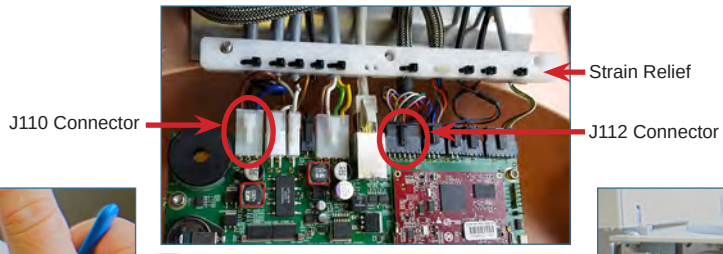

Figure 1
2. Loosen the three (3) nuts securing the strain relief using a 7 mm socket wrench *(Figure 1)*.
3. Disconnect the connectors from the control board at J110 and J112 locations *(Figure 1)*.